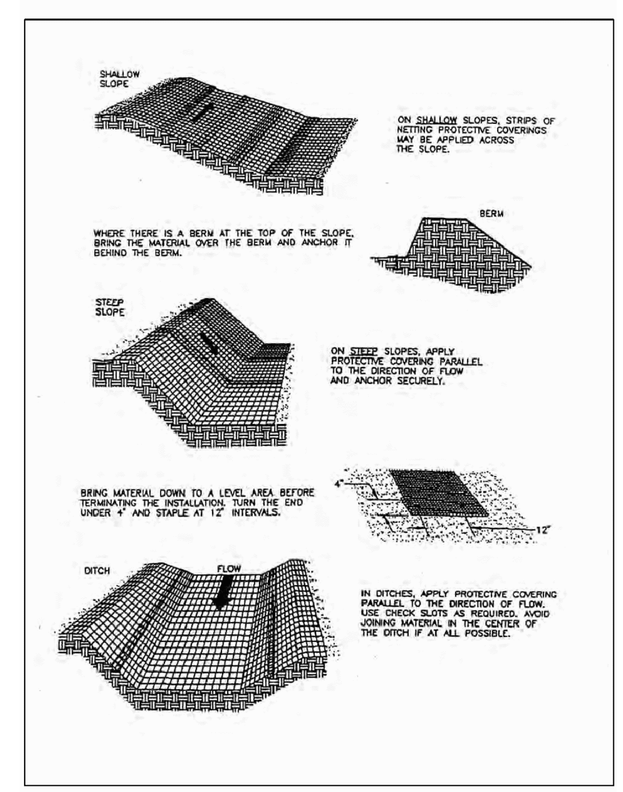

Figure 7.7a. Typical Orientation of Treatment 1 – Soil Stabilization Blanket
3. ***Mulch Nets*** *– Lightweight plastic, cotton, or paper nets may be stapled over the mulch. The nets shall be secured by stakes, staples, or pins according to the manufacturer's recommendations (see* ***Figure 7.7a*** *for details).*